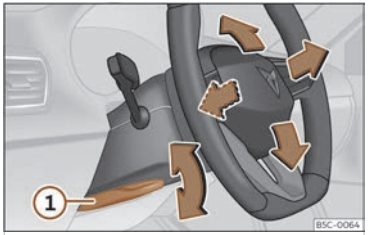

**Fig. 85** Lever in the lower left side of the steering column.
- Pull lever ››› **Fig. 85** ① down, move the steering wheel to the desired position and lift the lever back up until it locks.
- **After adjusting the steering column, push lever ››› Fig. 85 ① firmly upwards so that the steering wheel does not accidentally change position while driving.**